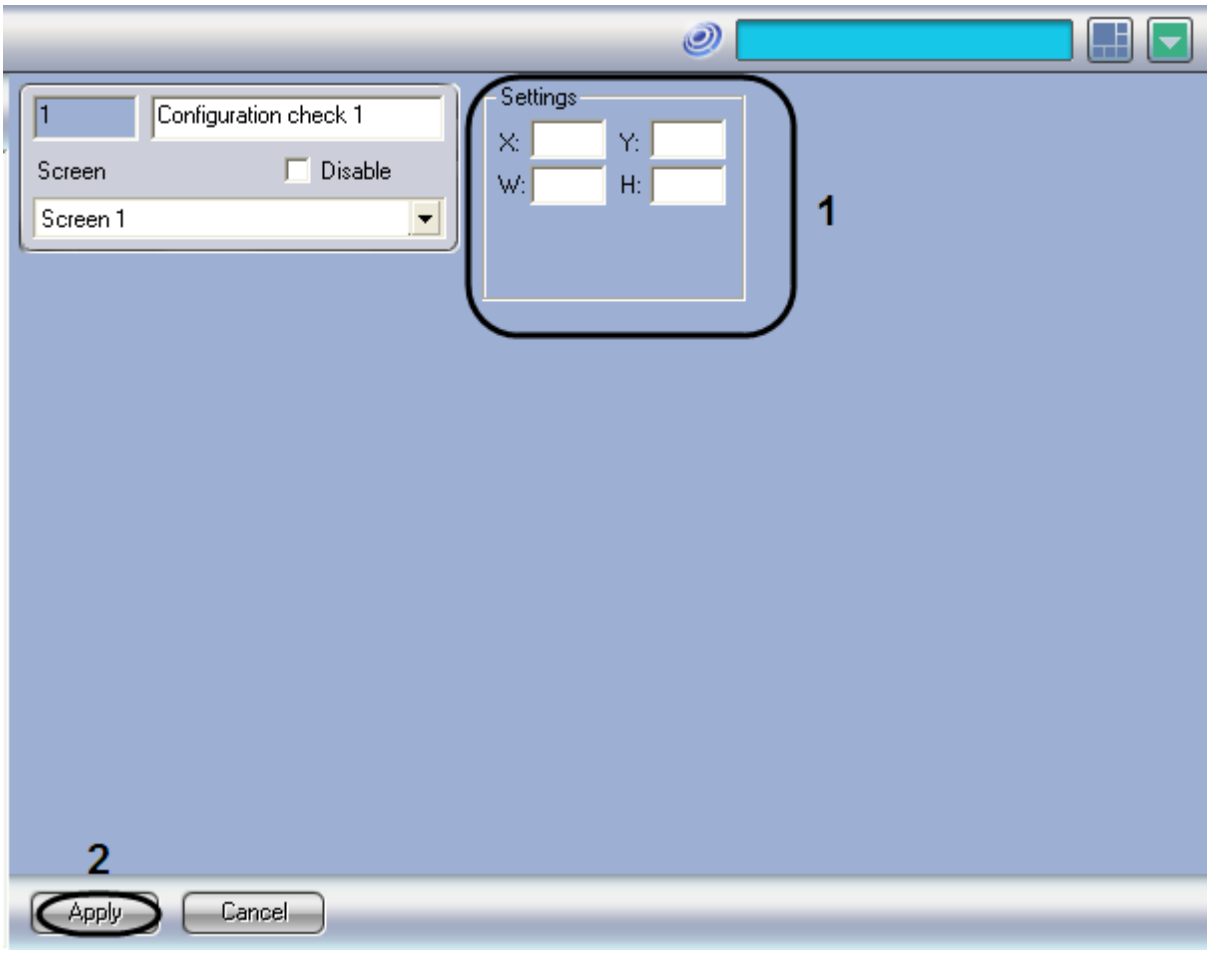

Figure 12.14-3 The settings panel for the “Configuration check” object
12. Go to the settings panel for the “Configuration check” object (Figure 12.14-3).
13. To configure the position of the “Configuration check” object, set the coordinates of upper left corner in “X:”, “Y:” fields and values of window’s width and height in “W:”, “H:” fields (Figure 12.14-3, 1).
14. To save the changes, click the “Apply” button (Figure 12.14-3, 2).